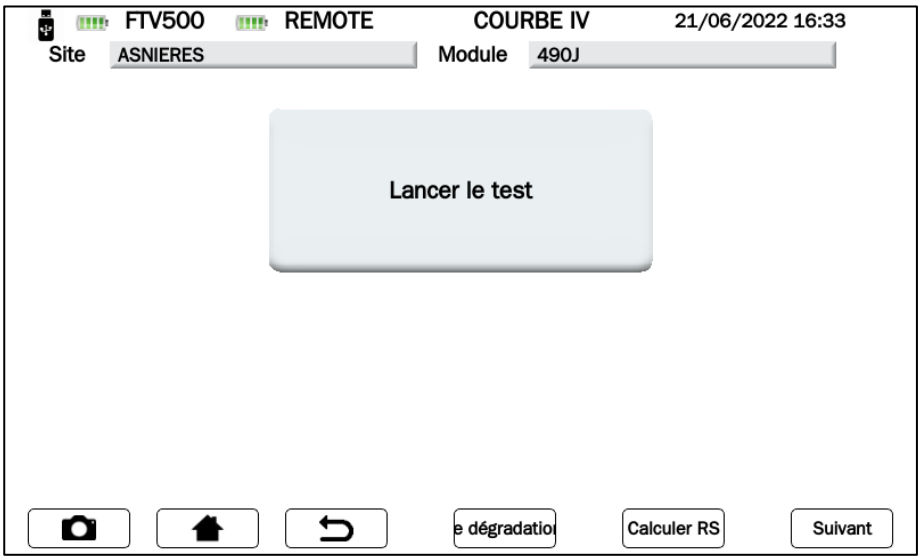

Figure 14.7.3-4 Écran démarrage mesure courbes IV
- Appuyer sur Skip pour contourner la demande de synchronisation de l'unité déportée et accéder directement à l'écran de mesure (voir Figure 14.7.3-4)
Une fois la synchronisation effectuée, l'écran des figures 14.7.3-5 affichera les valeurs d'irradiation et de température, cette dernière sera affichée conformément à la programmation configurée dans le menu de configuration (voir Chap. 14.2 Paramètres du mode température) :